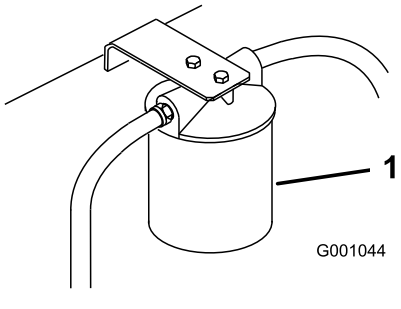

Figur 99
3. Plasser et tappefat under filteret, fjern det gamle filteret og tørk av filteradapterens pakningsflate (Figur 99).